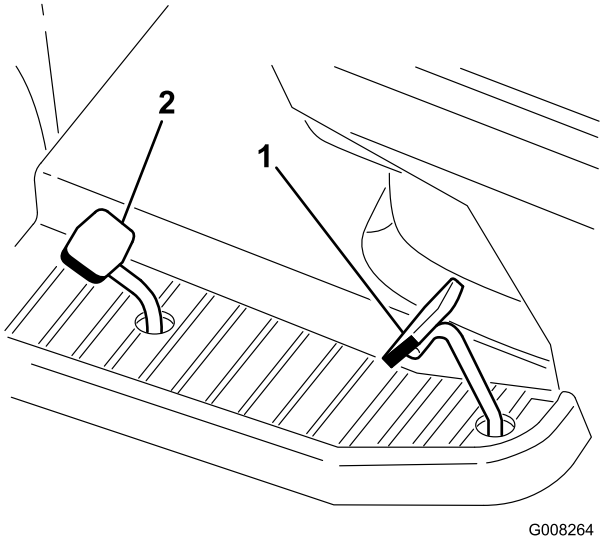

Figur 16
2. Sätt foten på gaspedalen och trampa långsamt ner pedalen för att köra framåt (Figur 16).
2. Sätt foten på backningsgaspedalen och trampa långsamt ner pedalen för att köra bakåt (Figur 16).